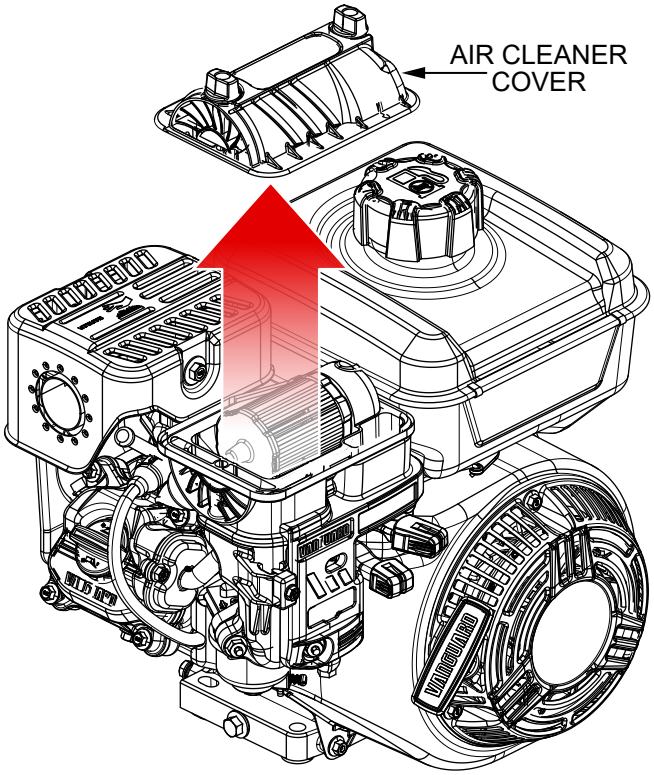

Figure 9. Remove The Air Cleaner Cover
4. Loosen the **fasteners** and remove the **air cleaner cover** (Figure 9).